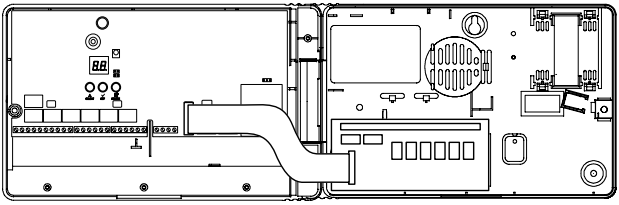

Fig. 6. Placering af relækortet
4. Hold relækortet på plads på bagsiden af boksen (se fig. 6). Relæerne bør være øverst og bredkabeltilslutningen til venstre. De fire skruer bør passe til de fire forborede huller i boksen.